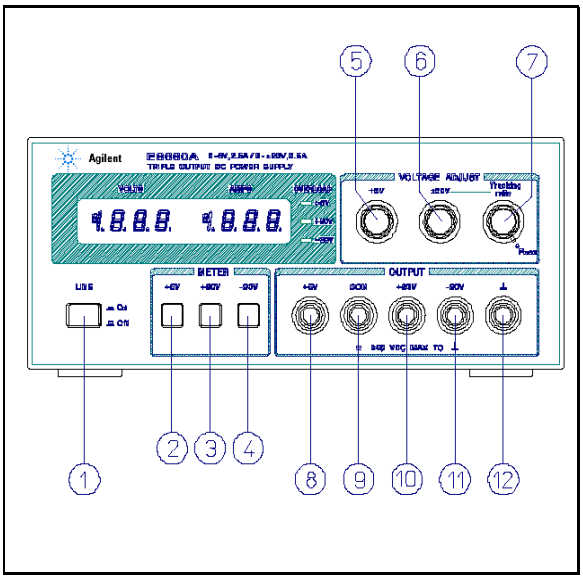

Figure 2. Boutons et voyants de la face avant
Les étapes suivantes décrivent l'utilisation des boutons et des voyants de la face avant illustrée sur la figure 2 et servent à contrôler brièvement si l'alimentation est opérationnelle. Suivez cette procédure de contrôle ou le test de performance plus détaillé de la section Informations de Maintenance à la réception de l'instrument et avant sa connexion à un quelconque équipement de charge.
Cette alimentation peut être utilisée individuellement ou bien en parallèle ou en série avec une autre alimentation (voir paragraphes Fonctionnement en parallèle et en série). Toutes les bornes de sortie sont isolées de la terre. Les sorties de ±20 V et de +6 V utilisent une borne de sortie commune unique. Cette borne commune (COM) ou l'une des autres bornes de sortie peut être connectée à la borne de mise à la terre du châssis située sur la face avant ((12) sur la figure 2), ou bien toutes les sorties peuvent être laissées flottantes. Les charges peuvent être connectées séparément entre chacune des bornes de sortie de 0 à ±20 V et la borne COM, ou entre les bornes de sortie de -20 V et les bornes de +20 V pour une sortie de 0 à 40 V. Les boutons-poussoirs des afficheurs permettent de sélectionner rapidement la tension ou le courant de sortie à surveiller. Pour surveiller la tension de sortie de 0 à 40 V, additionnez les valeurs affichées par le voltmètre pour les sorties +20 V et -20 V et utilisez soit l'afficheur de +20 V, soit l'afficheur de -20 V, pour mesurer le courant.